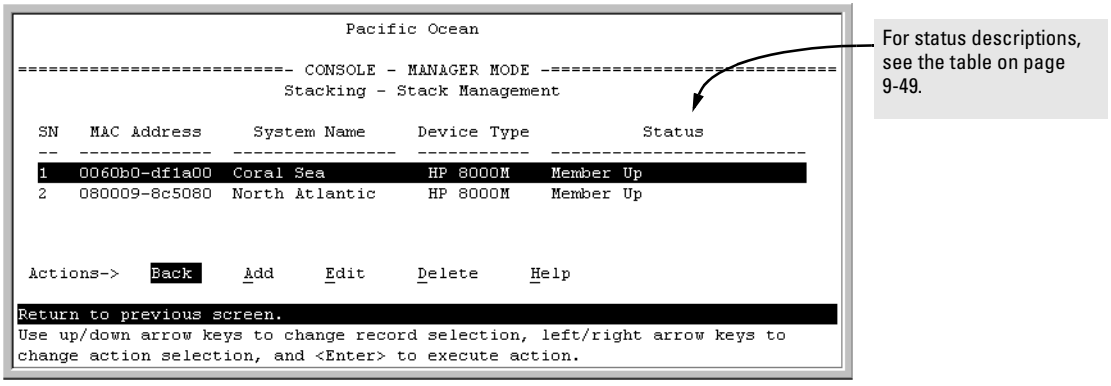

Figure 9-9. Example of the Stack Management Screen
(For an example of this screen, see figure 9-9 on page 9-20.)
9. Press [Enter] to return to the Actions line, then press [S] (for **Save**) to complete the Add process for the selected Member. You will then see a screen similar to the one in figure 9-9 on page 9-20, with the newly added Member listed.